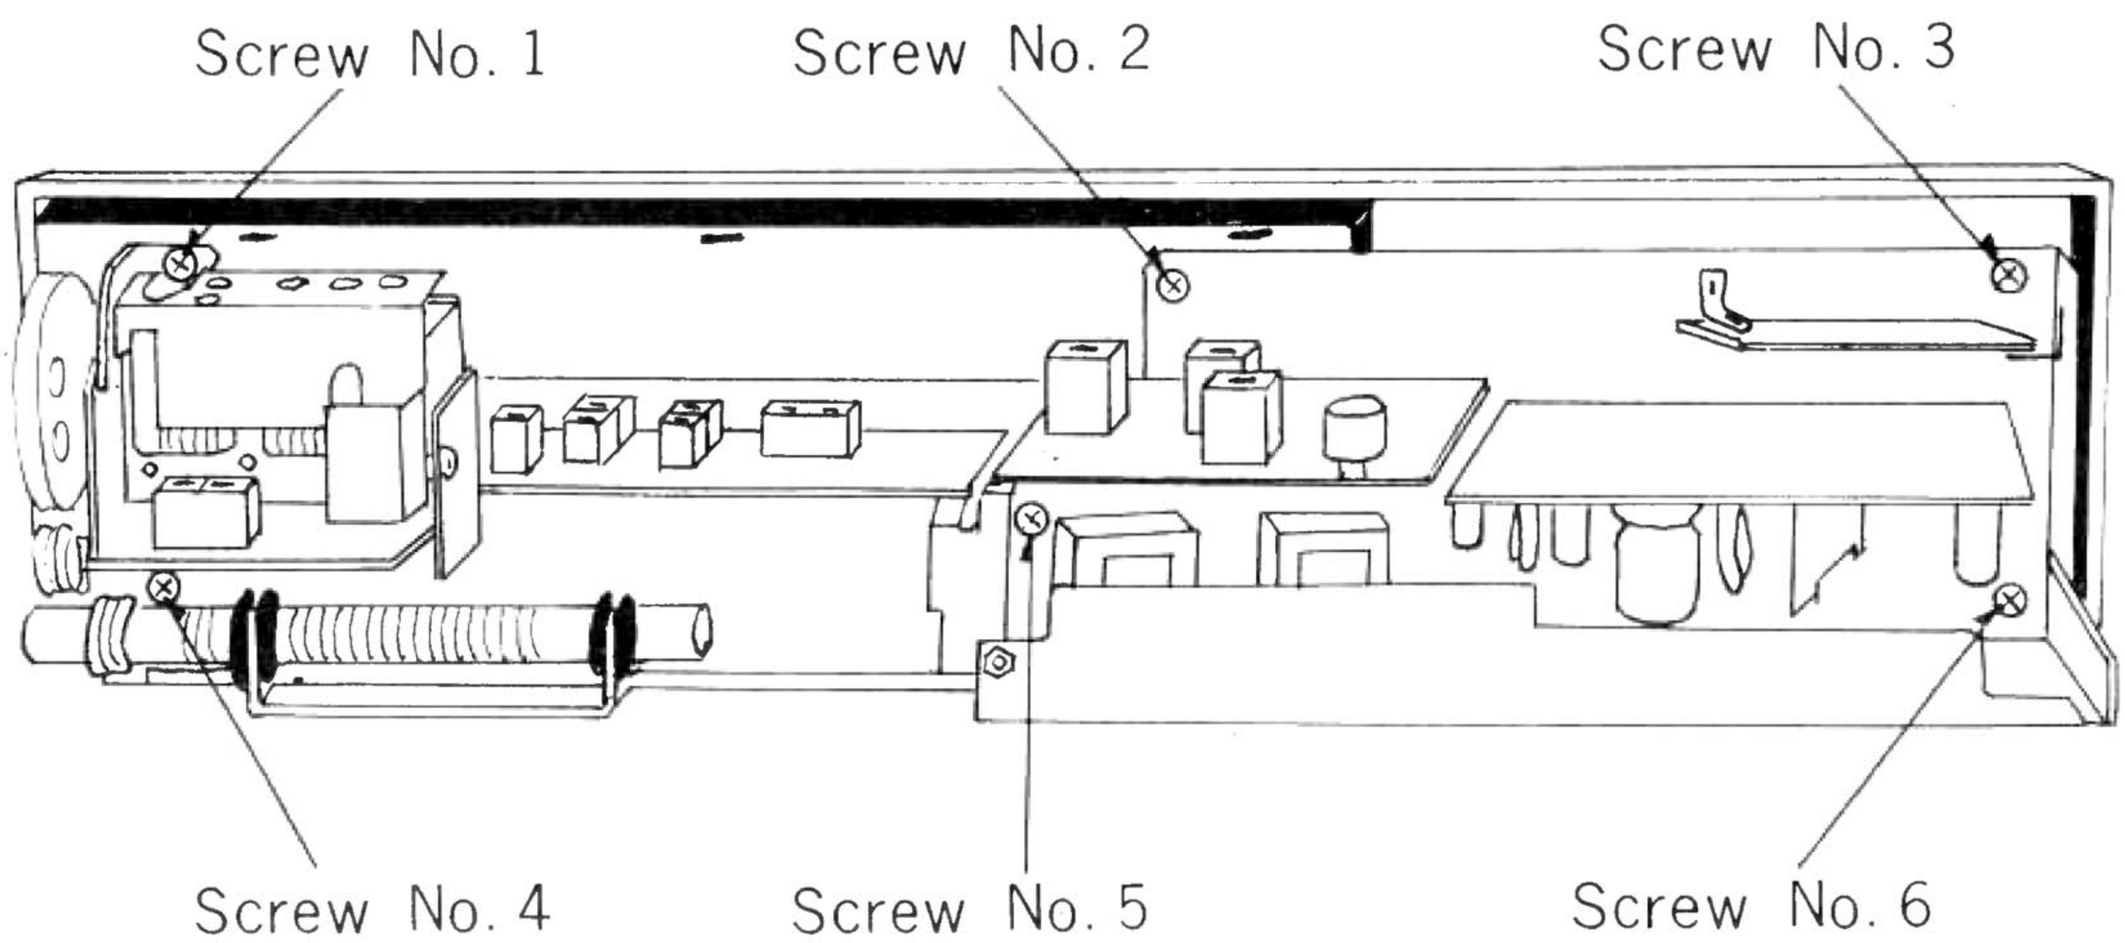

Fig. 12
To Remove Escutcheon From Chassis (Refer to Fig. 12)
2. Remove six (6) control knobs from cabinet front.
4. Remove six (6) escutcheon mounting screws Nos. 1～6. as illustrated in Fig. 12.